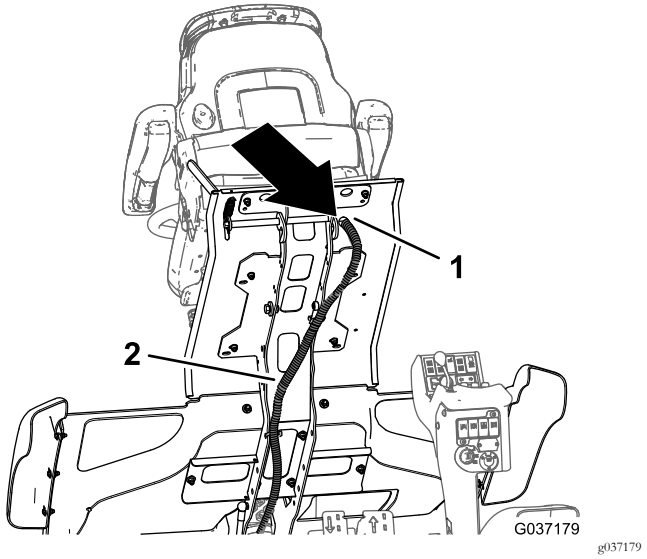

Figura 29
1. Disponete il cablaggio preassemblato della macchina che avete scollegato al passaggio 1 di 2 Rimozione del sedile (pagina 4) attraverso il foro nella piattaforma dell'operatore (Figura 29).
4. Nella parte inferiore della piattaforma, disponete il connettore a 2 prese (fili nero e rosso) del cablaggio preassemblato del kit da 400 cm attraverso il foro nella piattaforma situato dietro il sedile; fate riferimento a Figura 29.